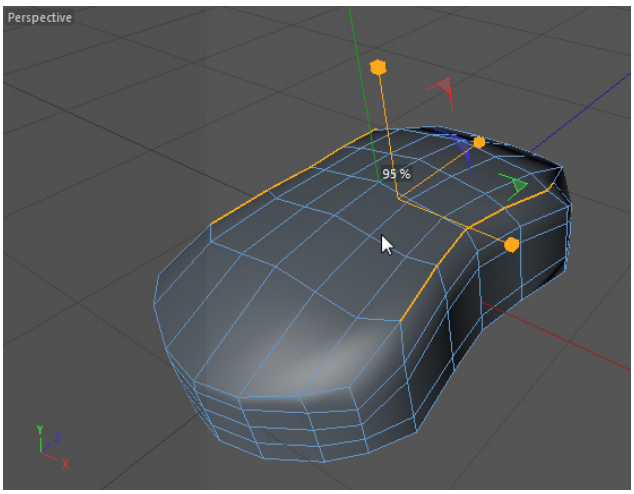

Figure 3-41 *Scaling down the edges of Computer mouse in the Perspective viewport*
29. Invoke the **Scale** tool from the Command Palette and scale down the selected edges to 95 percent along the x-axis, as shown in Figure 3-41.